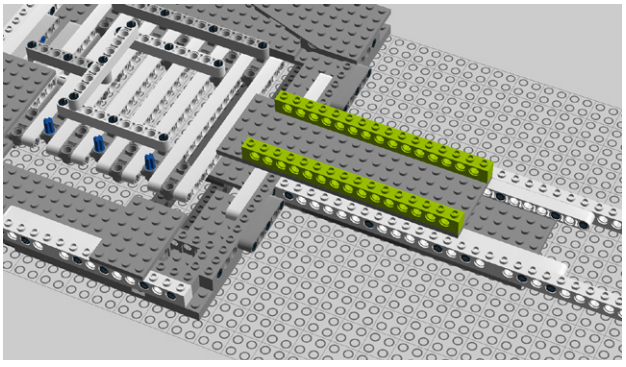

Figure 8-51. *Step 46: Adding a pair of bricks*
46. Add two 16M Technic bricks to the top (Figure 8-51).